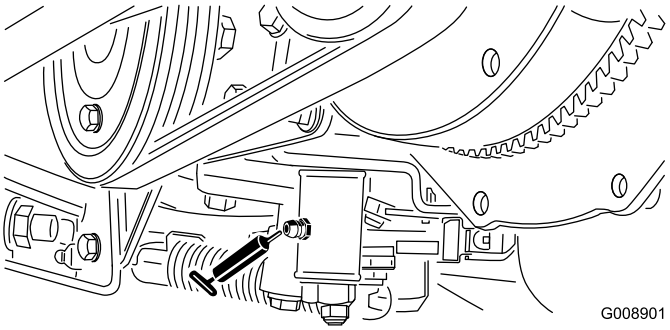

Figur 36
- Justeringsmekanism för neutralläge (Figur 36)